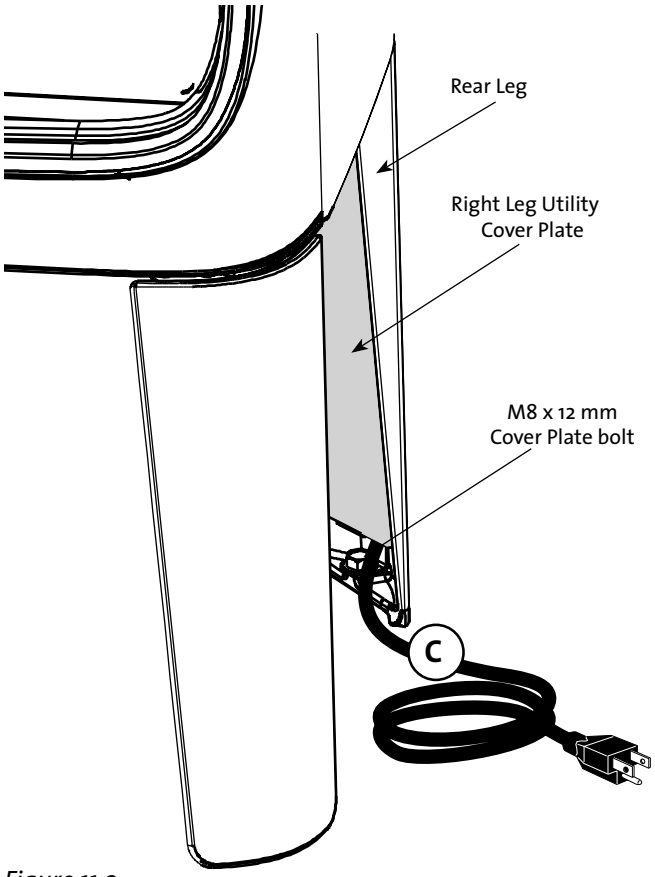

Figure 11.9.
5. The power cord (C) is routed to the **right rear** stove leg behind the Right Utility Cover. It may be removed to accommodate installation requirements as necessary. See fig. 11.9 and fig. 17.9, page 43.